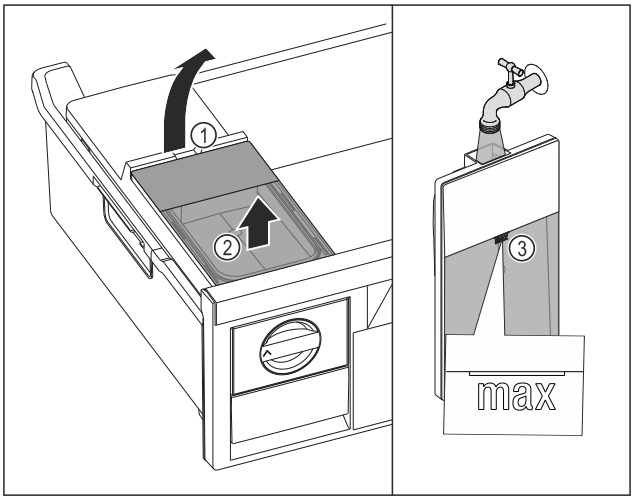

Fig. 129
▶ Ridicați rezervorul de apă de la degajare *Fig. 129 (1)*.
▶ Scoateți rezervorul de apă în sus. *Fig. 129 (2)*
▶ Umpleți rezervorul de apă până la marcaj *Fig. 129 (3)* cu apă potabilă.